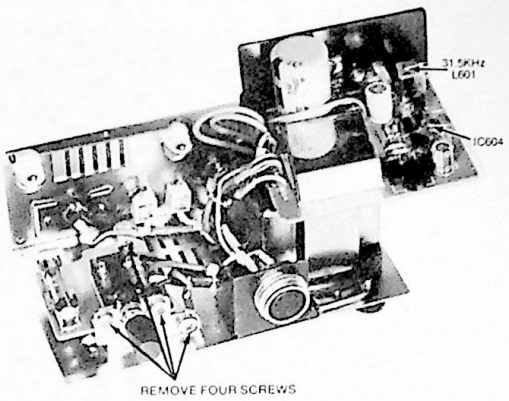

Figure 10
3. Remove four screws and lift off board — see Figure 10.